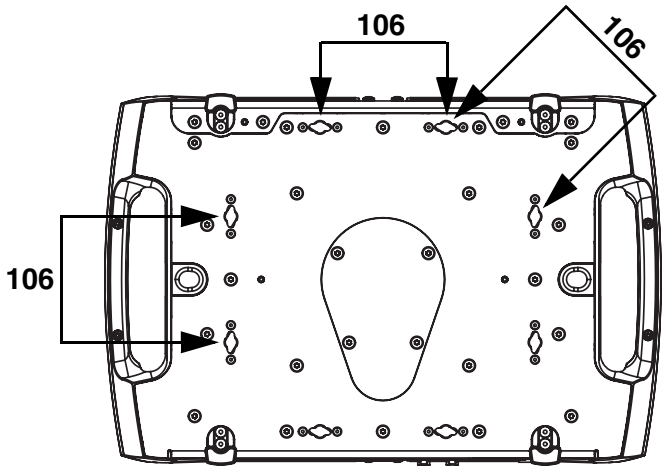

**Figure 3 : Points de montage des embases Omega**
Les quatre paires d'inserts à 1/4 de tour espacés d'un entr'axe 106 mm (4.17 po.) acceptent des embases Omega pour la fixation rapide d'accessoires de suspension (voir Figure 4). Les embases Omega peuvent être installés parallèlement aux côtés de la base ou en diagonale (voir Figure 3).
3. Voir Figure 3 en page 11. Alignez le premier collier et son embase avec 2 points d'accroche de la base, puis engagez les deux inserts à quart de tour dans les emplacements correspondants de la base. Voir Figure 4. Tournez les leviers des inserts à quart de tour de 90º dans le sens horaire pour verrouiller.